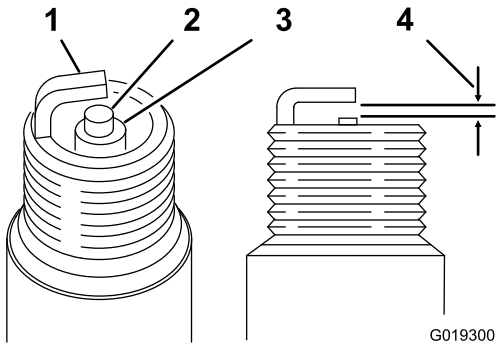

Figur 27
4. Kontroller pluggen for slitasje og skade (Figur 27).
5. Sjekk tennpluggavstanden med en trådlære (Figur 27).